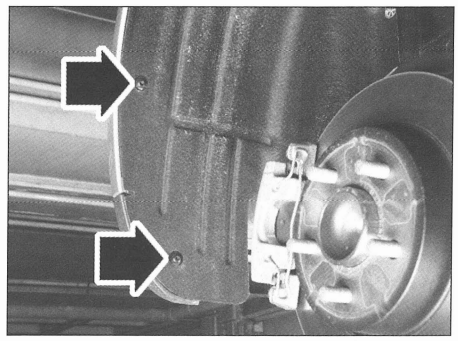

FIG. 86
- los dos tornillos del guardabarros (de los 2 lados) **(fig. 86)**.